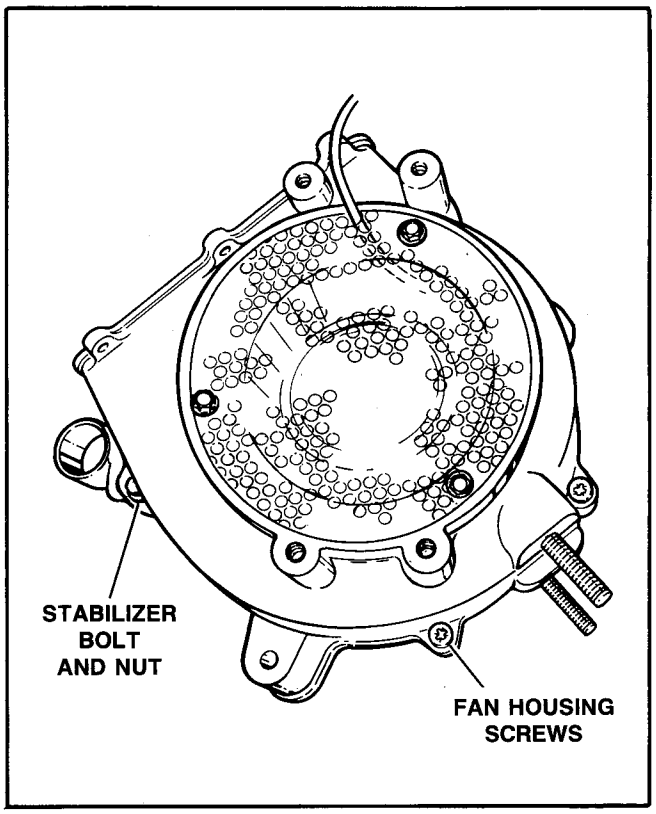

Figure 56 – Fan Housing Removal
e. See Figure 56. Remove the stabilizer bolt and nut, screws and pull fan housing free.
f. See Figure 56. Install fan housing (3), stabilizer bolt and nut (1) and fan housing screws (2).